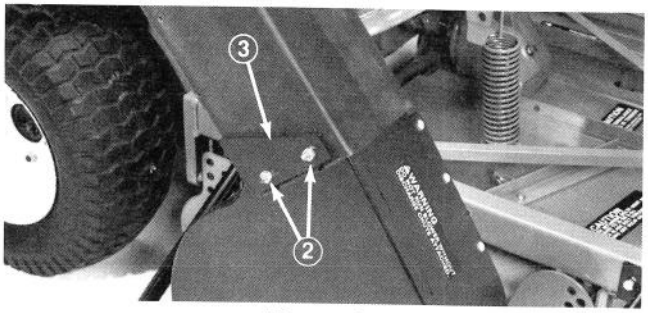

Figure 27
2. Slide chute over blower opening and onto mounting studs (Fig. 27).
3. Lower hopper hood and align chute with hood snout. Secure chute in position with locknuts and brackets. Wide end of brackets to be positioned toward rear (Fig. 27).